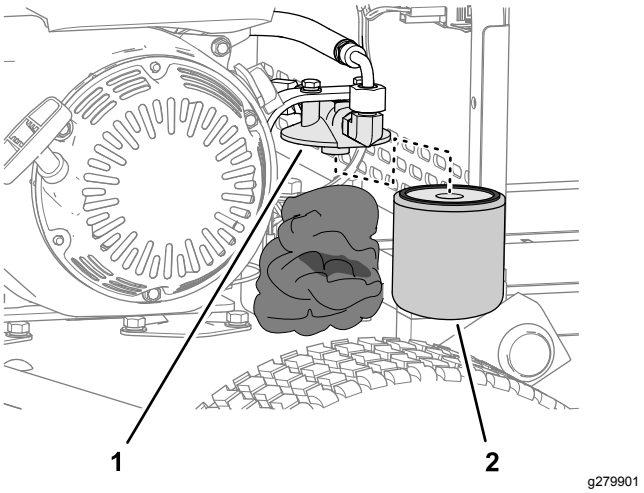

Figura 37
2. Accumulate stracci sotto il filtro idraulico (Figura 37).
3. Rimuovete con cautela il filtro idraulico (Figura 37).
5. Montate il filtro sulla testa del filtro manualmente (Figura 37) fino a quando la guarnizione non è a contatto con la testa del filtro, quindi serrate il filtro di altri 3/4 di giro.